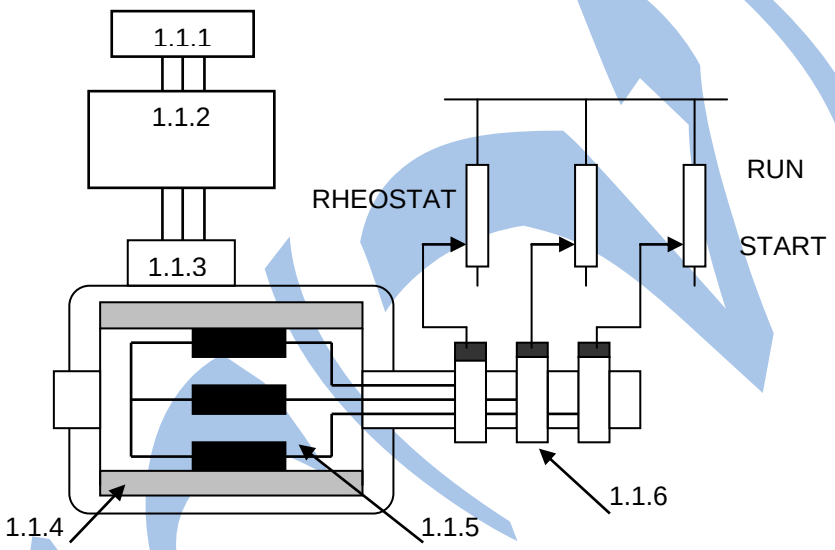

FIGURE 1.1 (6)
1.1 Refer to the three-phase motor in FIGURE 1.1.
1.2 Refer to the three-phase motor in FIGURE 1.1 and give THREE characteristics of a three-phase motor. (3)